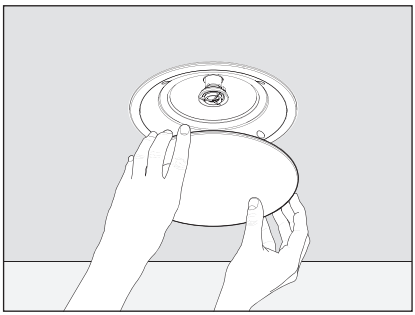

Fig. 3e
1) Appuyez délicatement sur la grille pour la mettre en place sur la face avant de l'enceinte (Fig. 3e et 4f). Les aimants permettront une fixation appropriée.